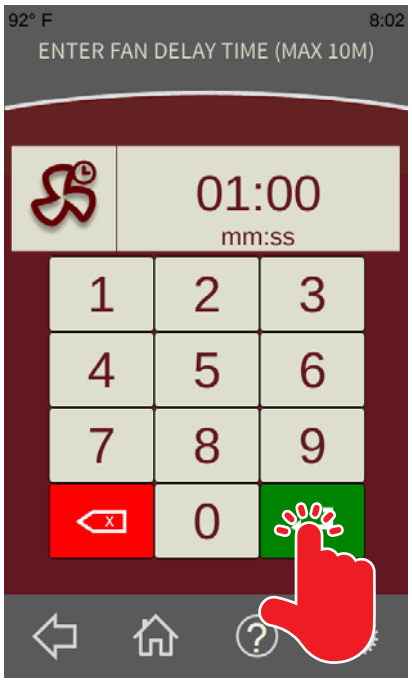

Fig. 10
7. From the ***Fan Delay Time Screen*** (Fig. 10), enter the desired time on the keypad and touch the green Enter button (Fig. 10). The ***Quick Start Recipe Run Screen*** should be displayed.